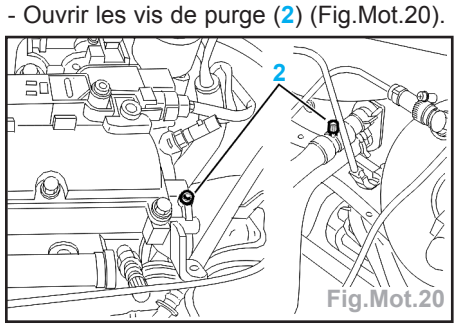

Fig.Mot.20
- Ouvrir les vis de purge (2) (Fig.Mot.20).